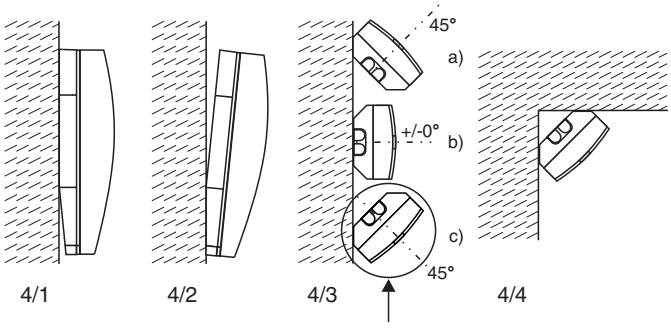
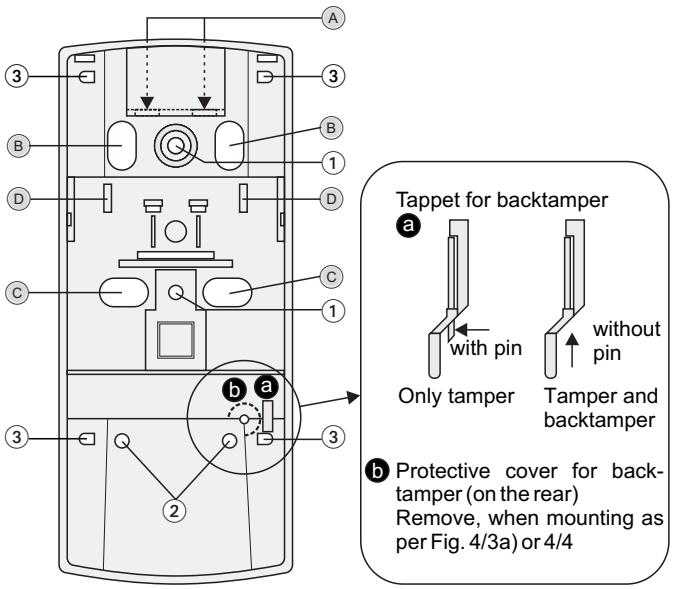

Fig. 4
Fig. 5 **Fig. 5a**
6.2 Mounting options (Fig. 4 and Fig. 5)
0° Vertical (Fig. 4/1)
Fix with 2 screws (Fig. 5-①).
Vertical at a 3° downward angle (Fig. 4/2)
Fix with 2 screws: At the bottom by 2 holes at the same height (Fig.5-②).
Horizontal at a 45° angle to the left or right (Fig. 4/3)
Fix through 2 holes above one another at the side (Fig. 5-③).
Corner mounting (Fig. 4/4)
6.3 Cable entry, strain relief (see Fig. 5)